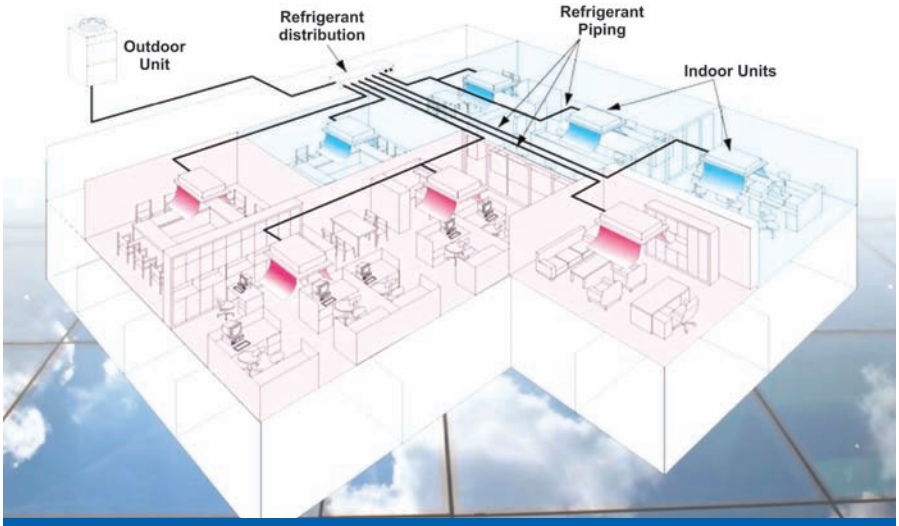

Fig. 3: Simultaneous Heating and Cooling
- Simultaneous Cooling & Heating: VRF systems are capable of simultaneous cooling and heating (Fig. 3).Each individual indoor unit can be handled separately by the user using a programmable thermostat. Most VRF manufacturers offer a centralized control option, which enables the user to monitor and control the entire system from a single location.